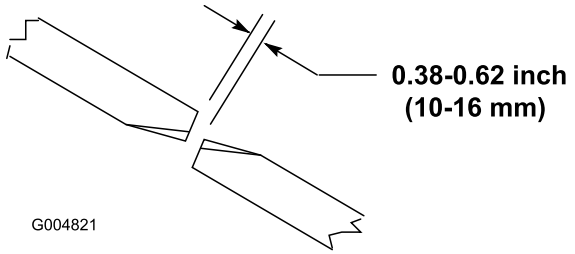

Figuur 25
Voor een goede werking van het maaidek moet de afstand tussen de randen van de messen van de zijmaaidekken en het middelste maaidek 10-16 mm bedragen (Figuur 25).
2. Draai een maaimes van het middelste maaidek en een naastgelegen mes van een zijmaaidek zodanig dat de randen van de messen in een lijn staan. Meet de afstand tussen de randen van de messen; deze afstand moet ongeveer 10-16 mm bedragen (Figuur 25).